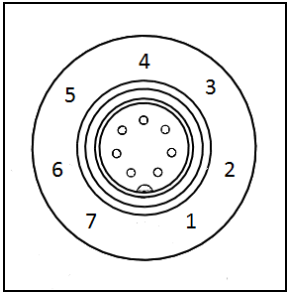

**Abbildung 10:** Gerätestecker (Außenansicht)
- Beachten Sie die Pin-Belegung des Steckers (siehe **Abbildung 10**).